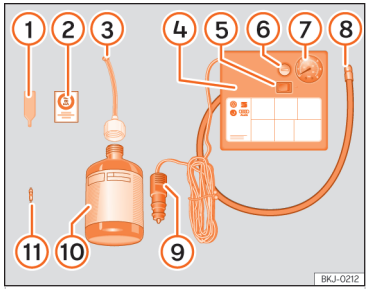

**Fig. 247** Standard display: contents of the anti-puncture kit.
The anti-puncture kit is located underneath the floor covering in the luggage compartment. Includes the following components ››› Fig. 247:
- Unscrew the tyre valve cap and insert. Use the device ››› Fig. 247 (1) to remove the valve cap. Place it on a clean surface.
- Shake the tyre sealant bottle vigorously ››› Fig. 247 (10).
- Screw the tyre inflation hose ››› Fig. 247 (3) into the tyre sealant bottle. The bottle's seal will break automatically.
- Remove the filler cap ››› Fig. 247 (3) and screw the open end of the tube into the tyre valve.
- Replace the howitzer with the device ››› Fig. 247 (1) onto the tyre valve.
- Screw the tyre inflation tube of the compressor ››› Fig. 247 (8) on the tyre valve.
- Check that the air evacuation screw is closed ››› Fig. 247 (6).
- Attach the connector ››› Fig. 247 (9) to the vehicle's 12 volt power outlet ››› **page 245**.
- Switch on the air compressor with ON/OFF switch ››› Fig. 247 (5).
- Attach the sticker ››› Fig. 247 ② to the instrument panel display, within the driver's field of vision.
Screw in the inflator tube ››› Fig. 247 ⑧ again and check the pressure on the gauge ⑦.